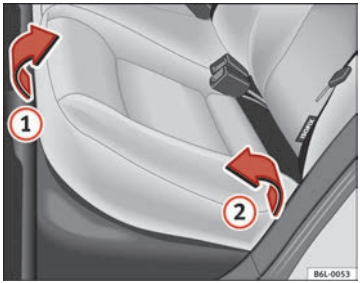
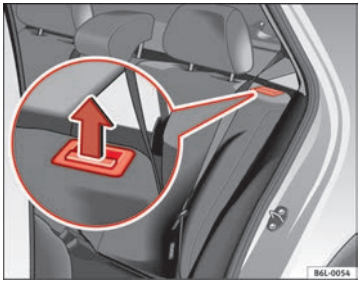

Fig. 74 Folding up the rear seat cushion
Fig. 75 Button for unlocking the rear backrest
– Pull the front edge of the seat cushion ⇒ fig. 74 (1) upwards in the direction of the arrow.
– Lift the cushion (2) forwards in the direction of the arrow.
– Pull the release button ⇒ fig. 75 in the direction of the arrow and fold the backrest forwards